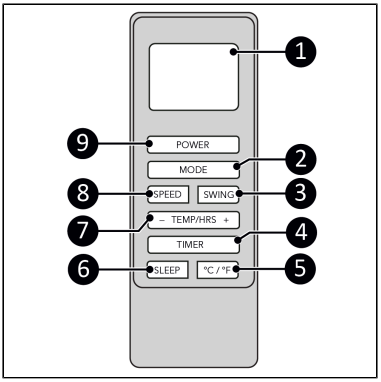

Figure 22.
2. Press the ON/OFF button on the device (Figure 20, pos. 1) or the remote control (Figure 22, pos. 9). The device will start in Fan mode.
3. Press the Mode button on the device (Figure 20, pos. 2) or on the remote control (Figure 22, pos. 2) to select the desired mode. (Heat mode is only available on the Polar 16CH).